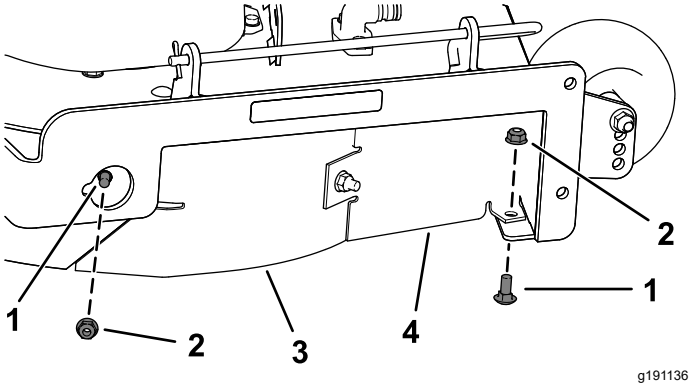

Rysunek 14
7. Zdemontuj 2 śruby zamkowe (5/16 x ¾ cala) i 2 nakrętki zabezpieczające (5/16 cala) mocujące zamontowaną prawą przegrodę i osłonę przegrody do podwozia tnącego kosiarki (Rysunek 14).